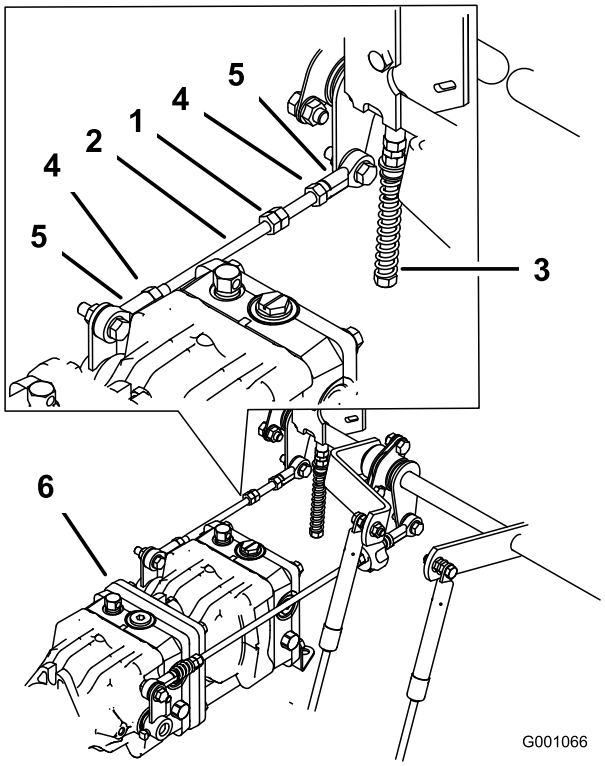

Figur 79
1. Løsn låsemøtrikkerne ved kugleleddene på pumpestyrestangen (Figur 79).
3. Juster pumpestangens længde ved at dreje dobbeltmøtrikkerne på pumpestangen i den relevante retning, indtil hjulet står stille eller kryber en smule i bakgear (Figur 79).
6. Stram låsemøtrikkerne ved kugleleddene (Figur 79).